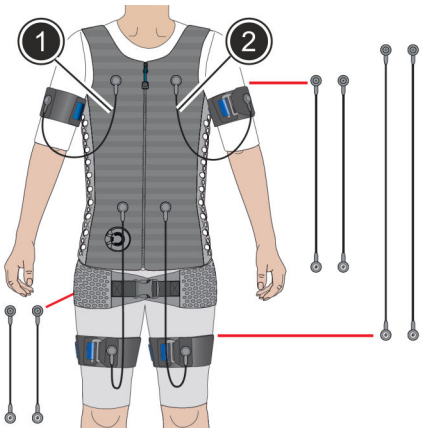

Fig. 42: Connecting the i-body® straps flex
12. Connect both i-body® straps flex to the i-body® (Fig. 42/1 and 2) with the i-body® cable.
When connecting the i-body® straps flex, always ensure that the corresponding cables (medium length) are used in accordance with Fig. 42.